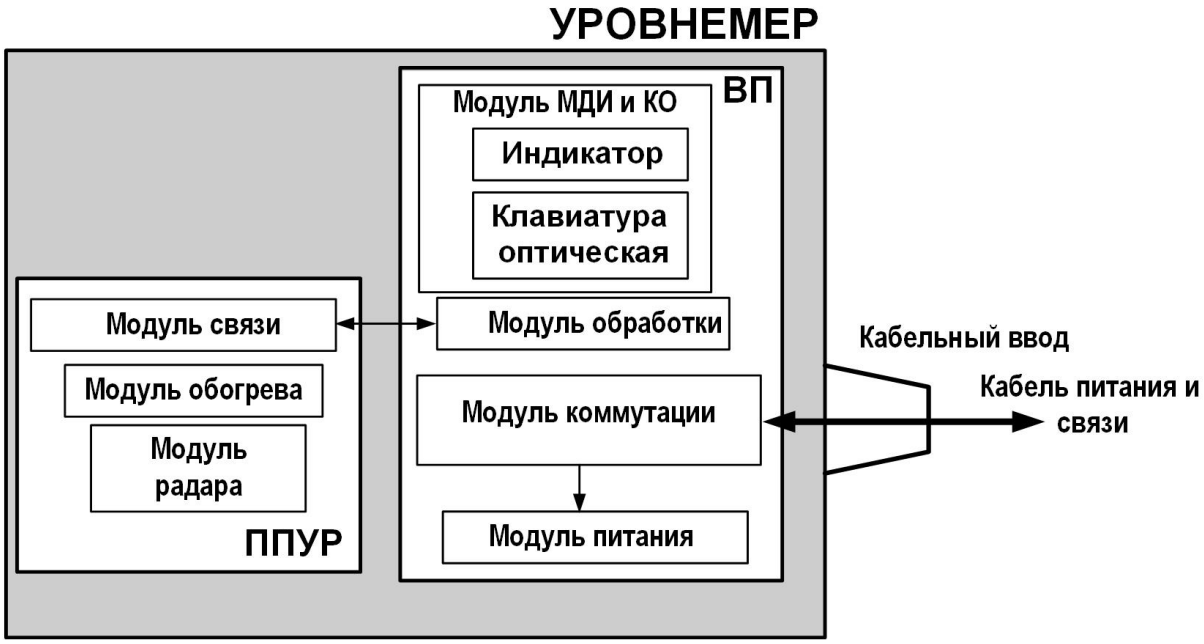

Рис.2. Структурная схема уровнемера.
1.5.2.1. Структурная схема уровнемера приведена на рис.2.